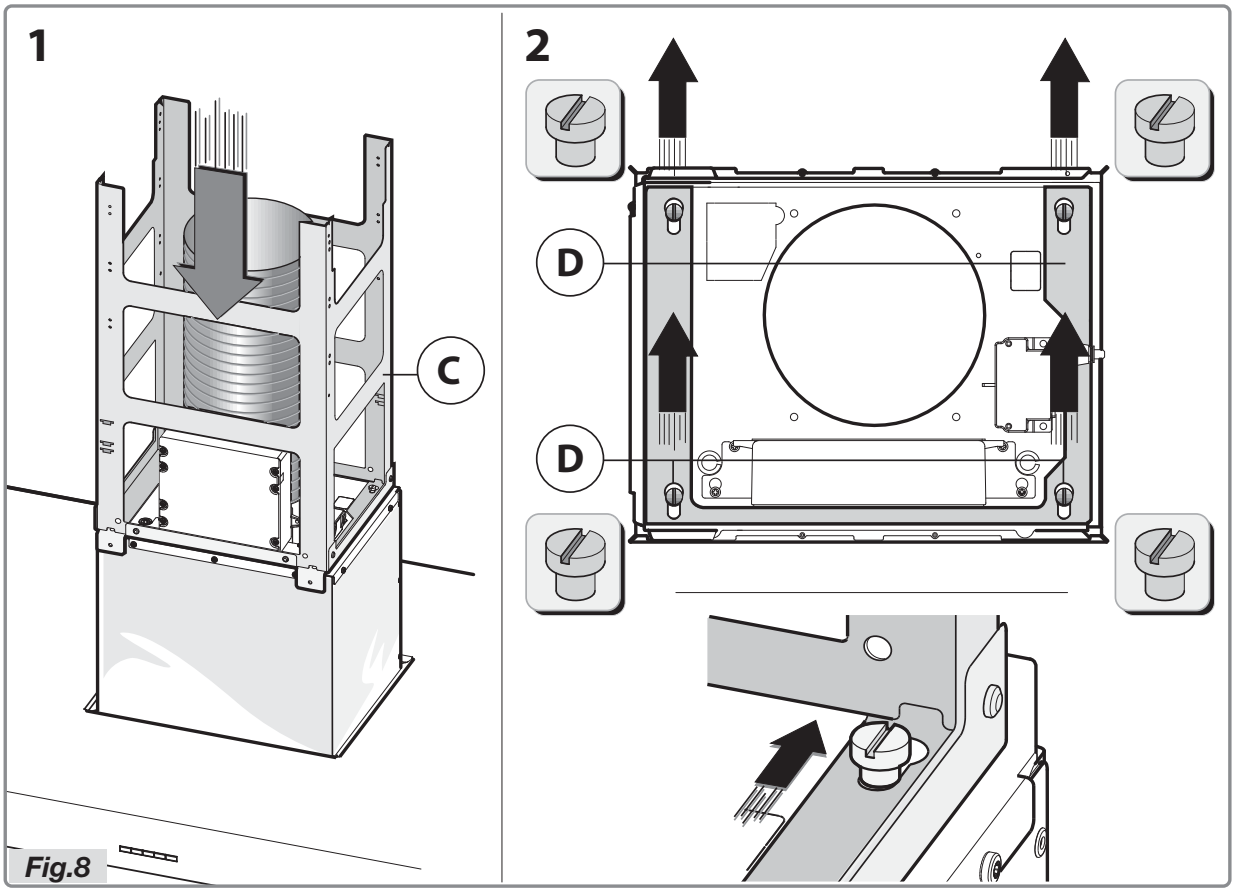

Fig.8
- Take the bottom structure **C** and fasten it on the motor bushing, fitting the bottom structure by means of its slots (Fig.8).